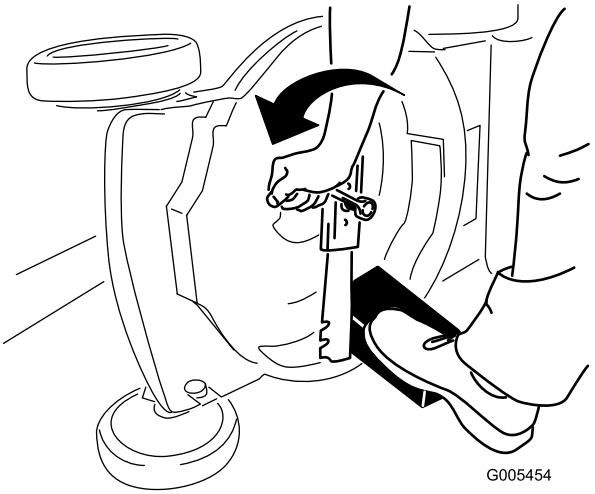

Figur 26
3. Brug en træklods til at holde kniven fast (Figur 26).
4. Afmonter kniven, men gem alle monteringsbolte og -møtrikker (Figur 26).